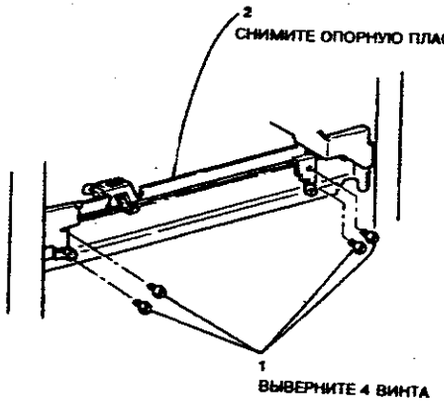

**Рисунок 1. Снятие опорной пластины датчика**
5. (Рисунок 1) Снимите опорную пластину датчика с правого козырька.